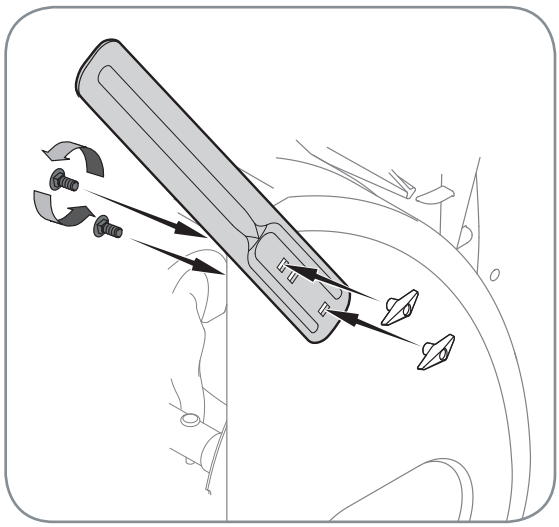

Figure 3-8
- Positionnez les barres de coupe pour qu'elles font face à l'avant comme illustré à la Figure 3-8. Maintenez-les en place avec la boulonnerie enlevée précédemment, les écrous à oreilles devraient être attachés sur **l'extérieur** du logement comme illustré.